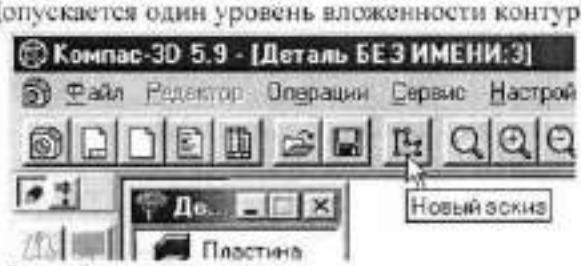

Рис. 33
2. Выберите ориентацию детали: активизируйте ***горизонтальную плоскость (XY)***.
3. Создайте эскиз в выделенной плоскости, для этого нажмите кнопку ***Эскиз*** на Панели управления, рис. 33. Система перейдет в режим редактирования эскиза. Для элемента выдавливания необходимы следующие требования к эскизу: